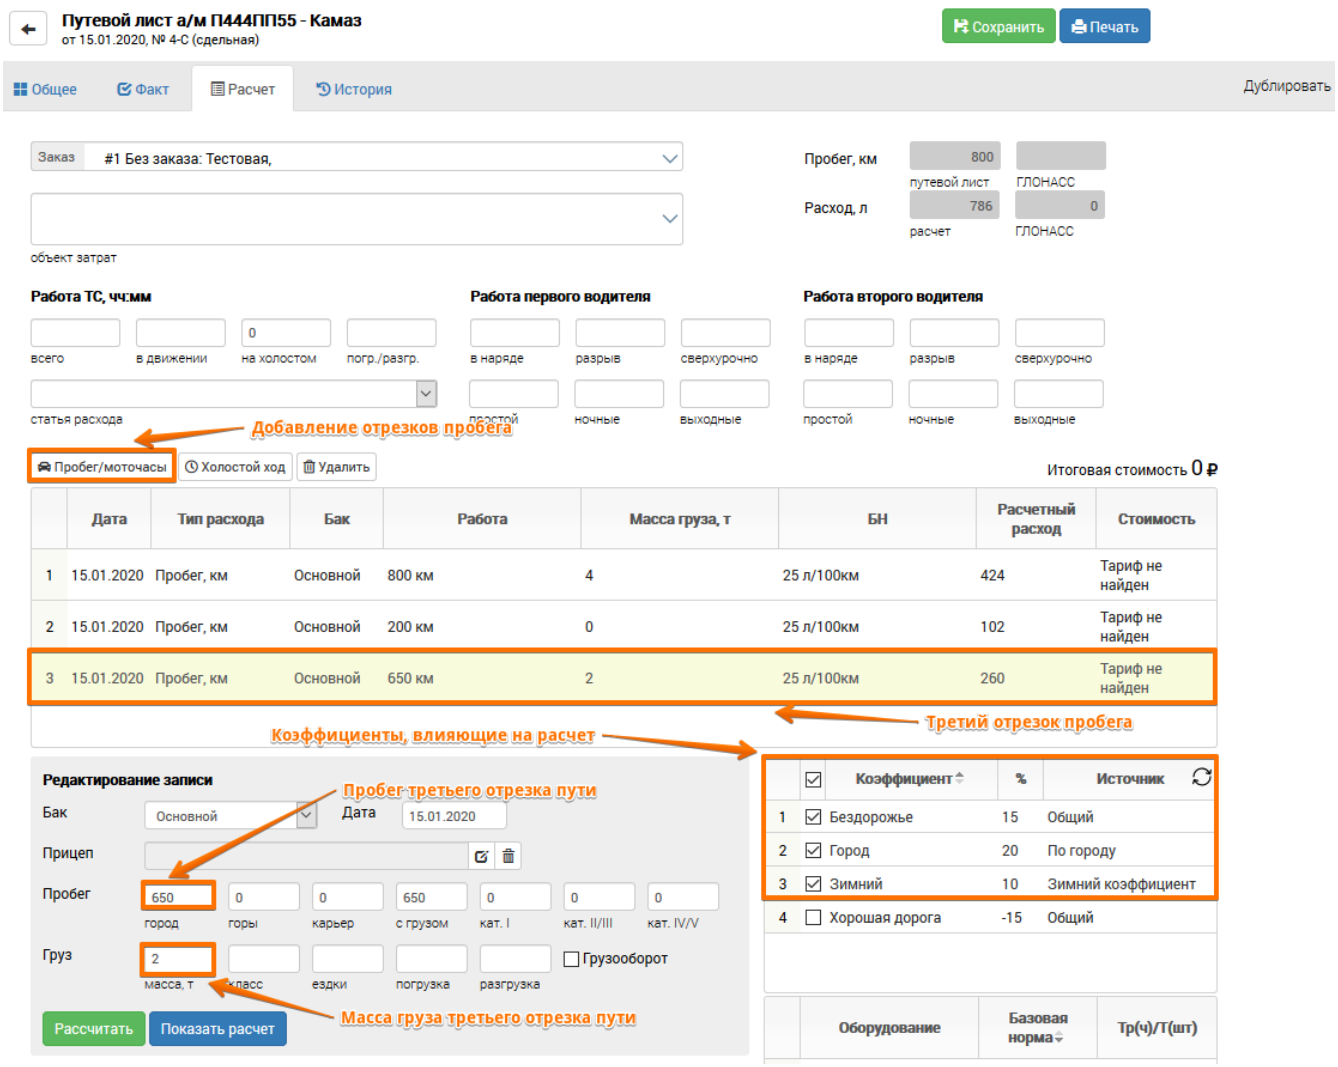

Рис. 277. Расчет ПЛ, добавление отрезка пути
3. Третий отрезок пути добавляется аналогично первым двум, то есть кнопкой **[Пробег/моточасы]** добавляется третий отрезок пути ТС. В поле "Город" вносится 650, в поле "Масса" указывается 2, прицеп не добавляется, необходимые коэффициенты отмечаются флажками ☑, затем кнопкой **[Рассчитать]** запускается расчет для этого отрезка пути. После добавления третьего этапа пути расчет выглядит, как показано на рисунке ниже: (см. Рис. 277):